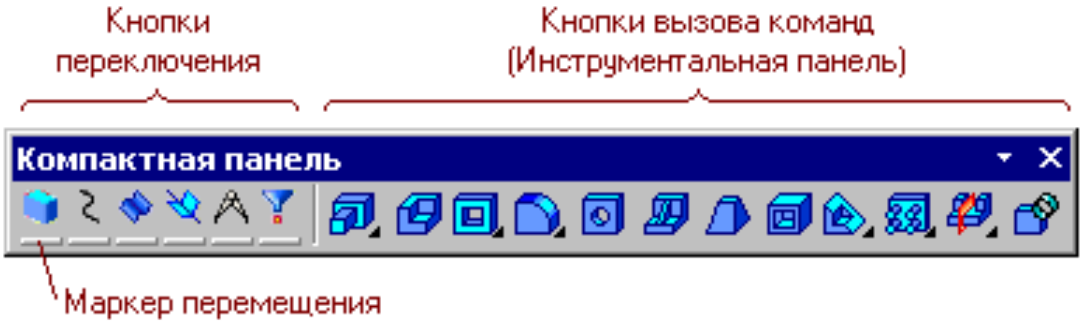

Рис. 1.15. Элементы **Компактной панели**.
2). В левой части окна *вертикально* располагается **Компактная панель**, которая содержит кнопки переключения панелей инструментов с маркерами перемещения (рис. 1.15) и **Инструментальную панель**, содержащую кнопки вызова команд выбранной панели.